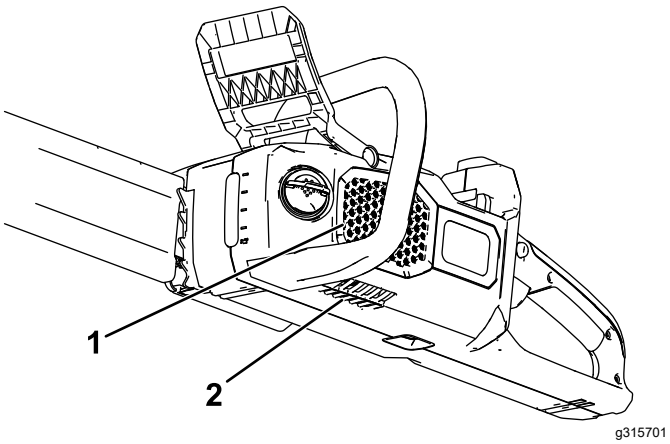

**Figuur 6**
1. Verzeker dat de ventilatie-openingen van de zaag niet verstopt zijn door stof en dergelijke (Figuur 6).